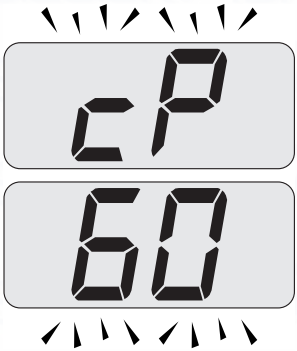

Fig. 9.21
- Press key 16 to vary the output in chimney sweep mode: when the LCD display displays the letters **cP** that alternate with the heating water temperature value (e.g.**60**), the "chimney sweep function" is at maximum (eventually range rated) output in heating mode (Fig. 9.21).